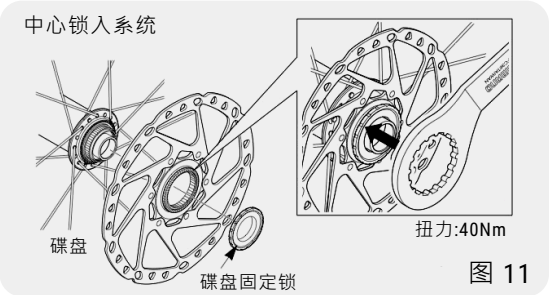

图 11
3. 中央锁入系统 (Center Lock System) 剎车碟盘的安装方式请参照图11。遵照碟剎制造商的指示安装碟盘。